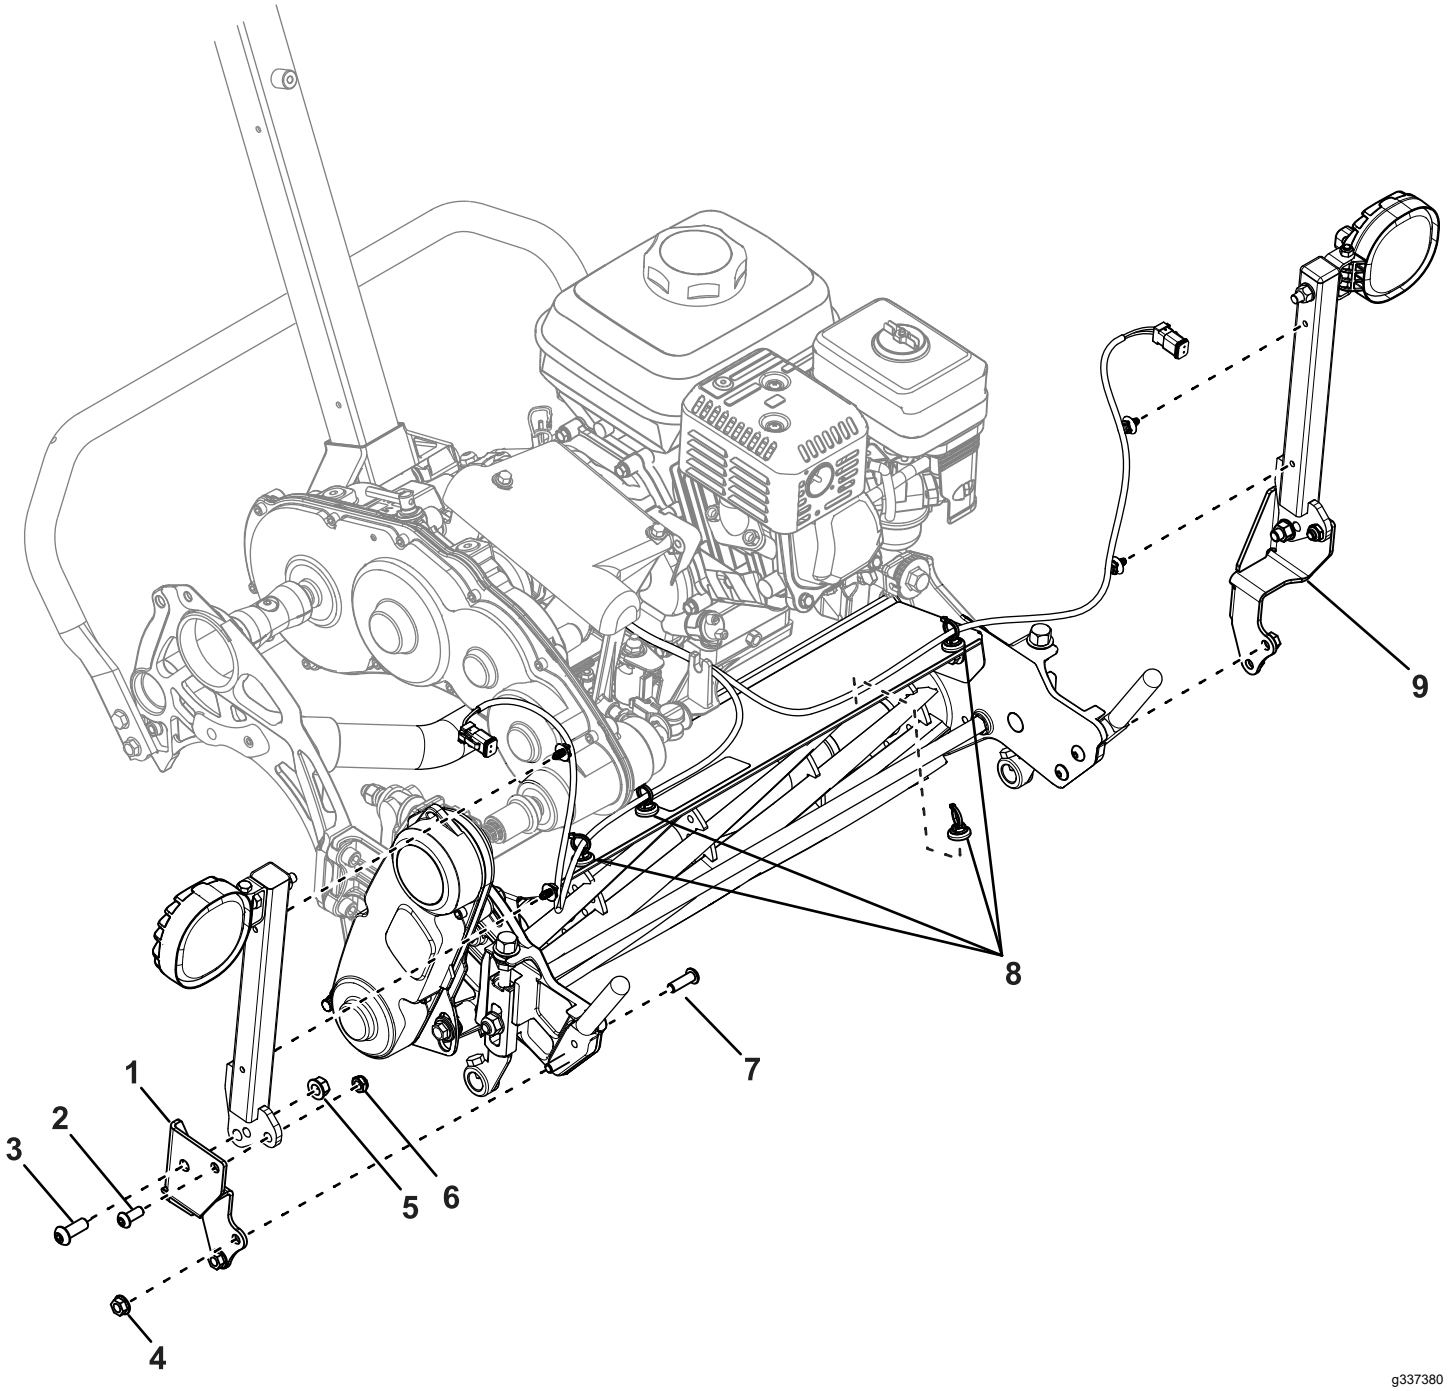

Figur 2
1. Bruk to sokkelhodeskrue (5/16 tomme), to låsemuttere, to sokkelhodeskruer (⅜ tomme) og to flensmuttere (⅜ tomme) til å feste lysfestene til monteringsbrakettene (Figur 2).
3. Bruk fire bolter og to flensmuttere (5/16 tomme) til å feste monteringsbraketten til kurvfestene på klippeenheten (Figur 2).
4. Monter ledningssatskoblinger til områdene som vist i Figur 2.